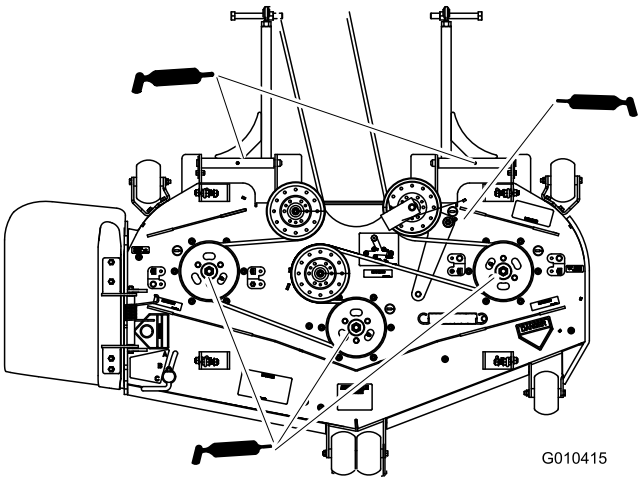

**Figuur 37**
4. Smeer de drie aslagers totdat er vet bij de onderste afdichtingen naar buiten komt (Figuur 37).
5. Pomp vet in de arm van de spanpoelie op het maaidek (Figuur 37).
6. Pomp vet in de smeernippels op de duwarmen (Figuur 37).